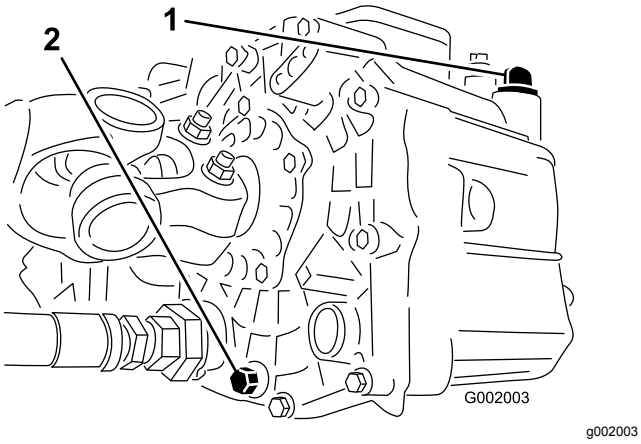

Figur 53
3. Ta bort avtappningspluggen från tankens sida och låt hydrauloljan rinna ner i uppsamlingstråget (Figur 53).